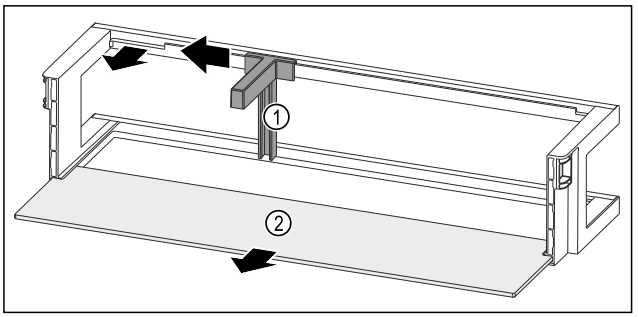

*Fig. 229 Raft montat pe ușă cu suport pentru sticle și raft*
▶ Împingeți în lateral suportul pentru sticle *Fig. 229 (1)* până la degajare.
▶ Extrageți suportul pentru sticle *Fig. 229 (1)*.
▶ Extrageți raftul *Fig. 229 (2)*.